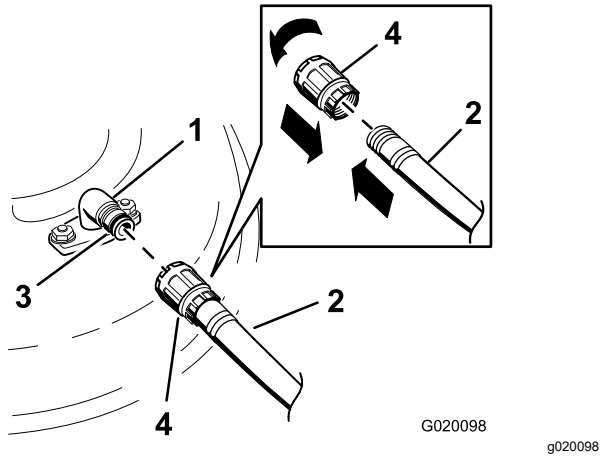

Figure 76
3. Branchez le raccord du tuyau au raccord de lavage du plateau de coupe et ouvrez l'eau en grand (Figure 76).